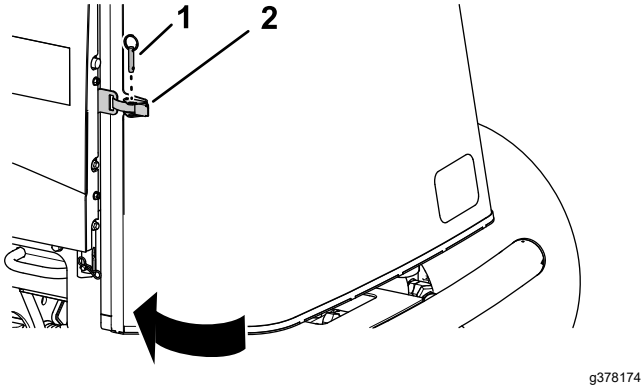

**Figuur 67**
1. Sluit en vergrendel het scherm (Figuur 67).